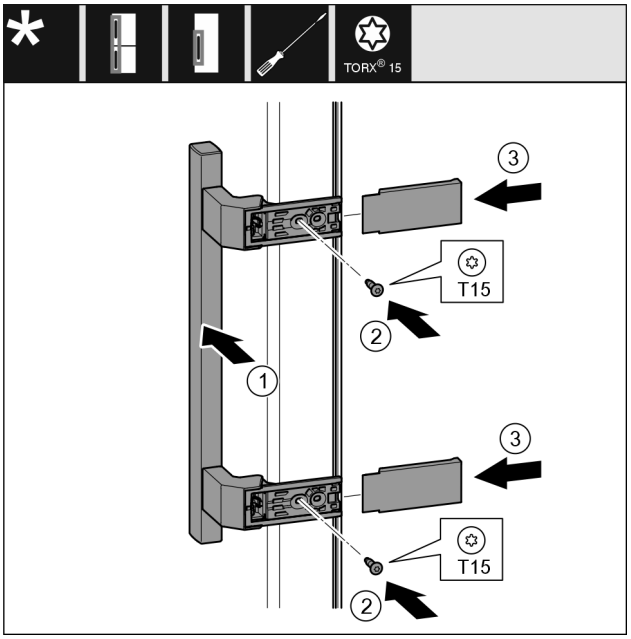

*Fig. 11*
- ▶ Attach the handle on the opposite side. *Fig. 11 (1)*
- ▶ Tighten screws with screwdriver T15. *Fig. 11 (2)*
- ▶ Place the covers on the side and push them on. *Fig. 11 (3)*